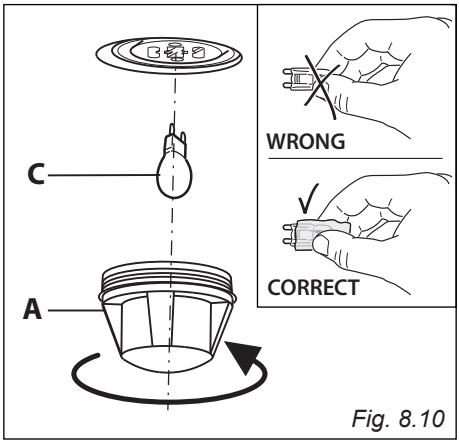

Fig. 8.10
- Remove the protective cover "**A**" (fig. 8.10).